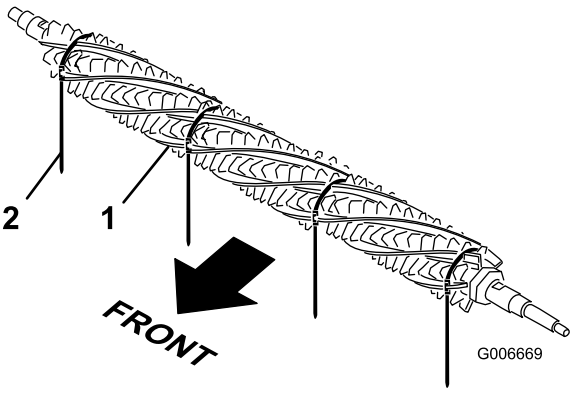

Figur 36
1. Skjut in en borste från ena sidan av trimningscylindern i samtliga spår runt hela trimningscylindern (Figur 36).